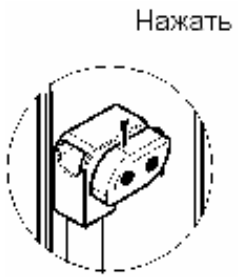

Рис.6
7.6 Когда, при достижении заданной температуры воздуха в камере сигнальные лампы погаснут, откройте дверку, нажав на кнопку (рис.6) и установите противни или другие ёмкости с продуктами на нужный уровень (1 уровень – под камеры; 2, 3, 4 и 5 уровни – на направляющие). Закройте дверку.